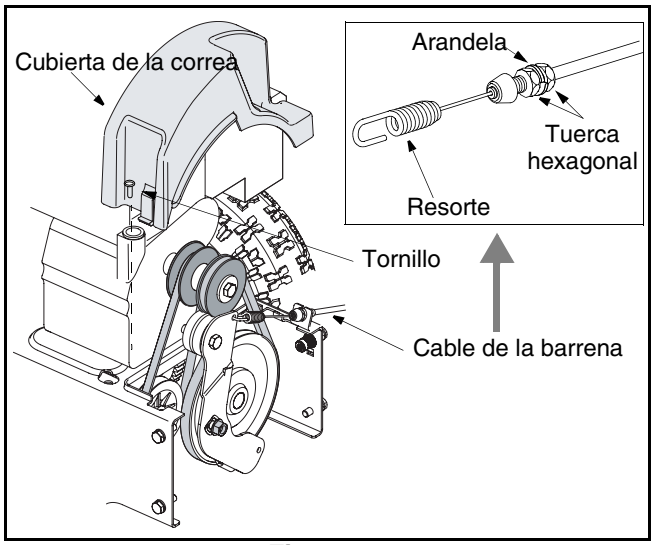

Figura 14
2. Ajuste dos tuercas hexagonales en el cable de la barrena hacia el resorte para aumentar la tensión de la correa de la barrena. Ver Figura 14 .